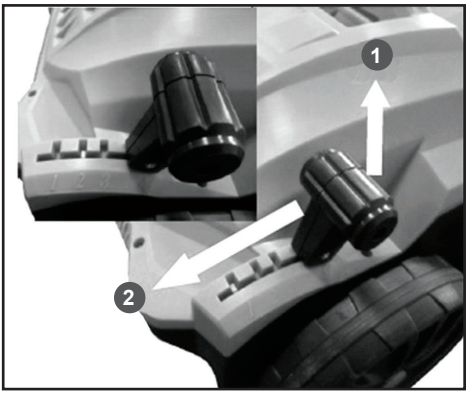

Рис. 9 Регулировка глубины обработки
Глубина обработки устанавливается с помощью рычага регулировки. Потяните рычаг вверх (1) и выведите его из зацепления механизма, а затем сдвиньте его вперед или назад (2), как показано на Рис. 9, и установите его в нужное положение (1/2/3/4). Убедитесь, что рычаг зафиксирован правильно!